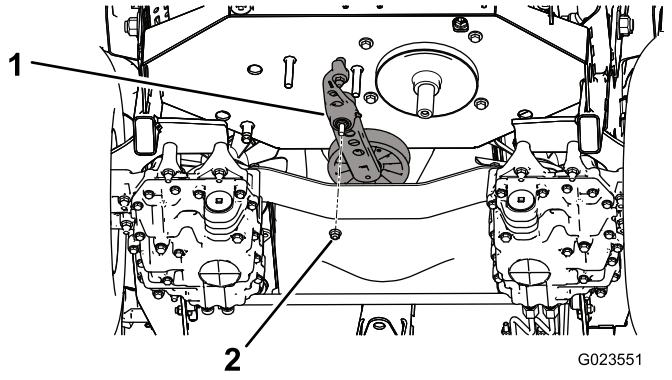

**Figur 58**
5. Lossa muttern som fäster spännmonteringen vid ramen (Figur 58).